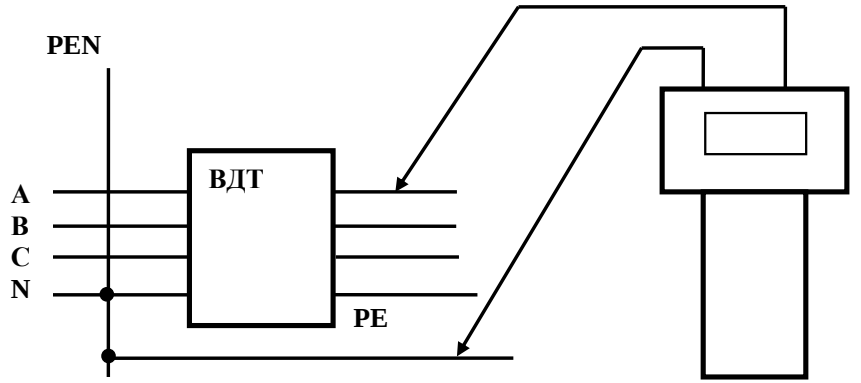

Рис.1 – Схема подключения прибора
1. Выключить ВДТ, подключить прибор в соответствии со схемой рис. 1.